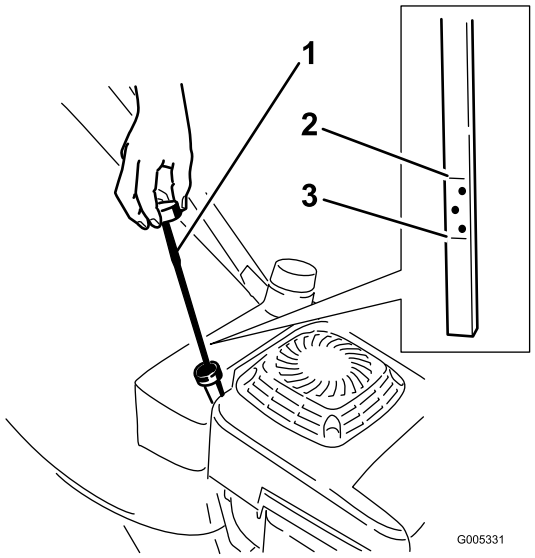

Bild 9
Stellen Sie vor jedem Einsatz sicher, dass der Ölstand zwischen den Marken „Add (Nachfüllen)“ und „Full (Voll)“ am Peilstab steht (Bild 9).
2. Reinigen Sie den Bereich um den Peilstab (Bild 9).
6. Nehmen Sie den Peilstab heraus und lesen Sie den Ölstand ab (Bild 9).